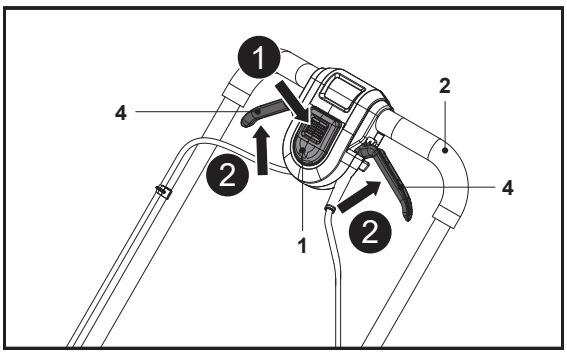

Rys. 14
1. Stanąć za uchwytem (2).
2. Nacisnąć i przytrzymać przełącznik (1), a następnie pociągnąć dźwignie uruchamiania (4) w stronę uchwytu (2) i przytrzymać je w tym położeniu (rys. 14, kroki 1, 2).
3. Po uruchomieniu kosiarki zwolnić przełącznik bezpieczeństwa (1).